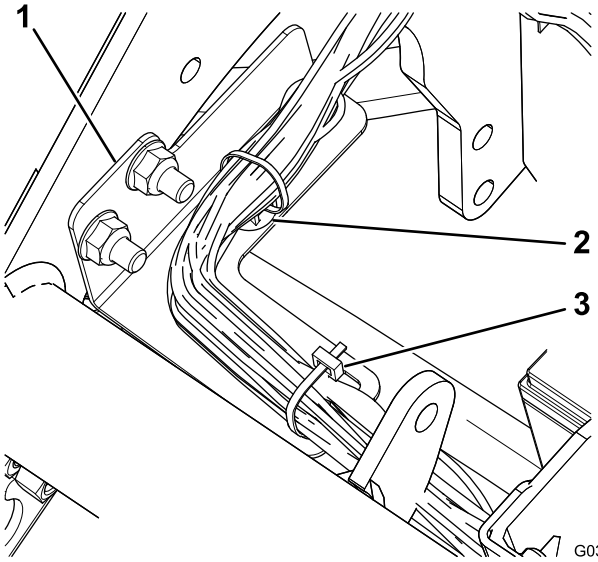

Figure 5
7. Secure the wire harness to the harness bracket with the push mount and a cable tie (Figure 5).